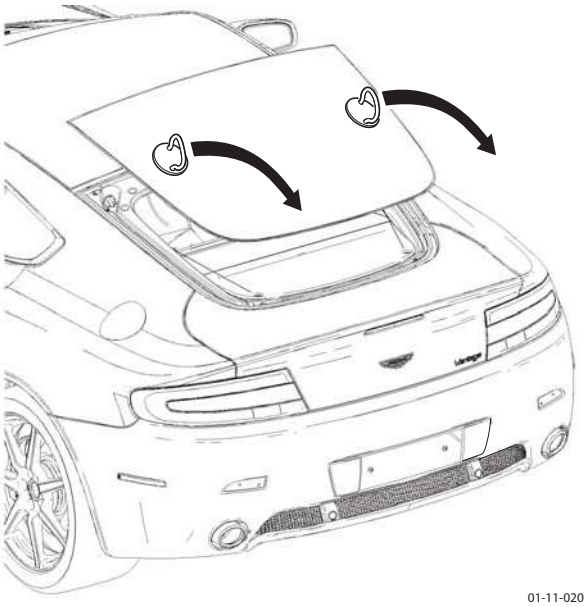

Figure 2
6. Cut out rear windshield and remove (see Figure 2).